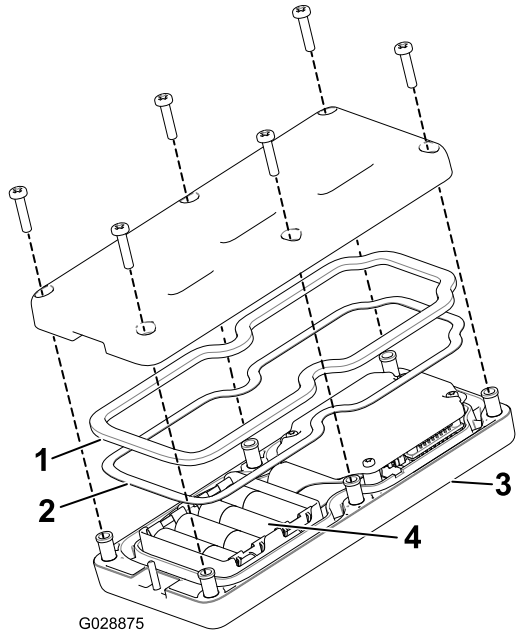

Figuur 18
2. Let op de polariteit van de batterijen terwijl u deze plaatst. (Als de batterijen onjuist worden geplaatst, raakt de eenheid niet beschadigd, maar ze zal niet meer functioneren). Op het draagtoestel staat de polariteit van de contacten aangegeven (Figuur 18).
3. Zorg ervoor dat de stalen pakking en de rubberen afdichting in de groef in het bedieningspaneel zitten en plaats het achterdeksel op zijn plaats (Figuur 18).
4. Bevestig het deksel met 6 schroeven (Figuur 18) en draai deze vast met een torsie van 1,5 tot 1,7 Nm.